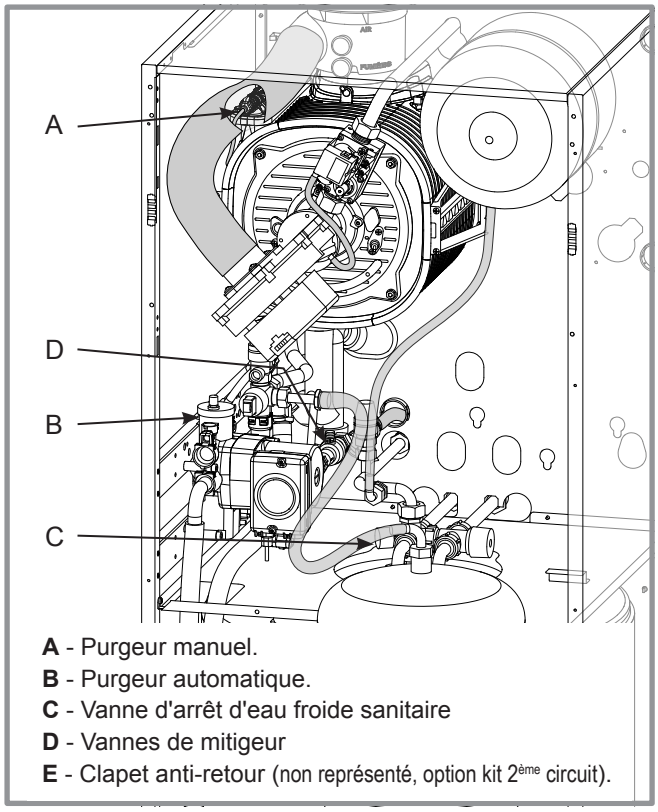

figure 38 - Purgeurs et clapet antiretour
• **9** - Fermer les vannes d'isolement départ et retour de la chaudière et ouvrir le purgeur automatique (rep.B, *figure 38*).
(Purgeur manuel, rep. A, *figure 38*).
(Purgeur automatique, rep. B, *figure 38*).